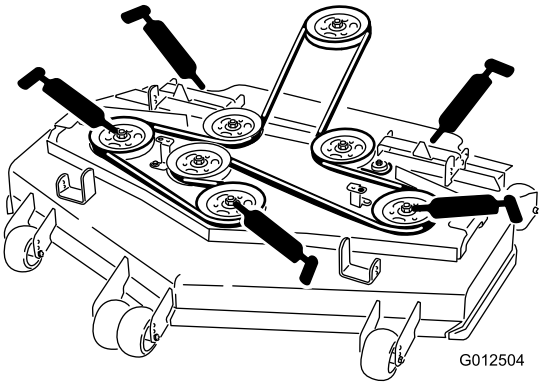

Figuur 33
6. Smeer de drie aslagers totdat er vet naar buiten komt (Figuur 33).
7. Pomp vet in de smeernippels op de duwarmen (Figuur 33).